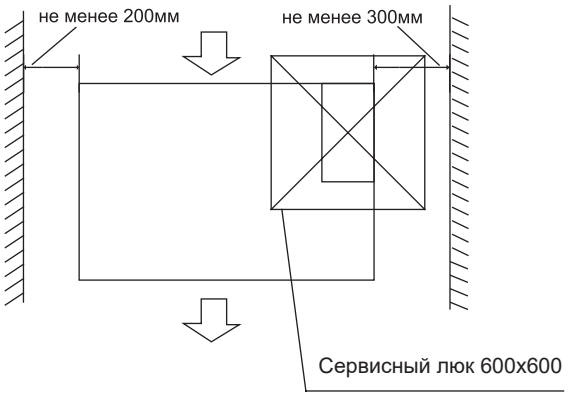

Рис. 5-1
5.1. Выбор места установки (рис. 5-1)